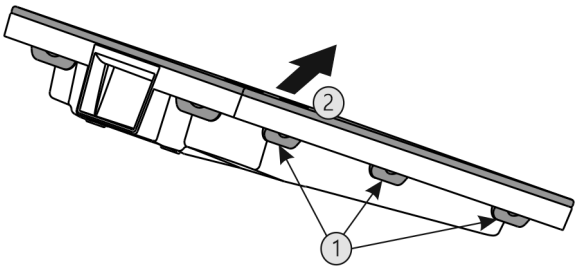

Fig. 58
▶ Всі накладки *Fig. 58 (1)* натиснути послідовно і вийняти кришку *Fig. 58 (2)*.